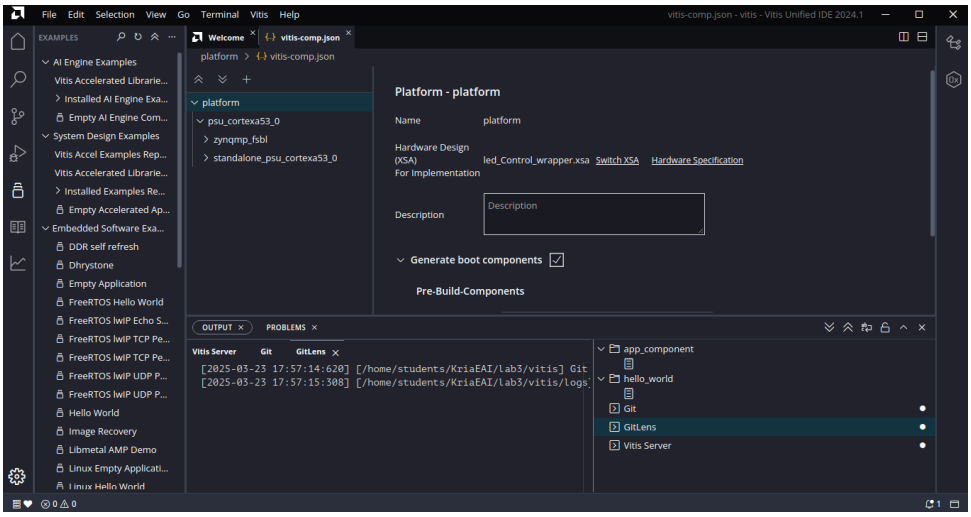

Figure 22: Empty Application Creation
8. On the left pane window select **Examples** and then select **Empty Application**. Refer figure 22.